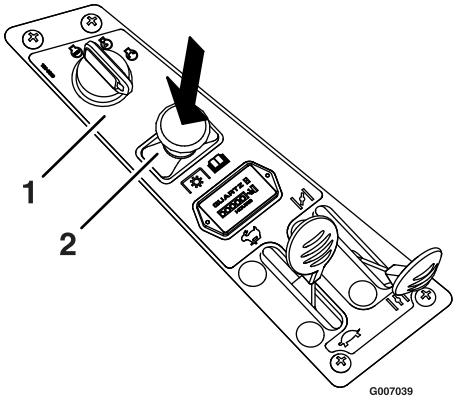

Figuur 13
Zet de gashendel op half. Zet de aftakasschakelaar op UIT om de maaimessen uit te schakelen (Figuur 13).
2. Schakel de maaimessen uit door de aftakasschakelaar op Uit te zetten (Figuur 13).